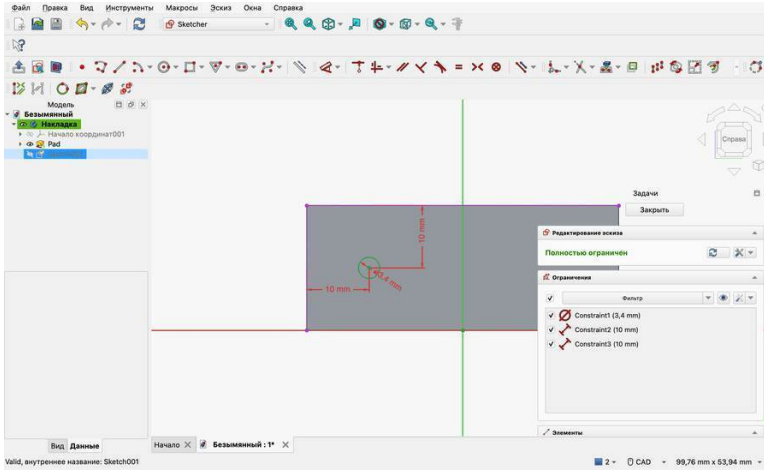

Рис. 6.5 — Проекции стали вспомогательными, размеры отверстия опираются на них
12. Нажмите G, N — «Переключить ограничительную геометрию» (Toggle Construction Geometry). Линии стали штриховыми (рис. 6.5). Эскиз по-прежнему «Полностью ограничен»: размеры держатся за те же линии.